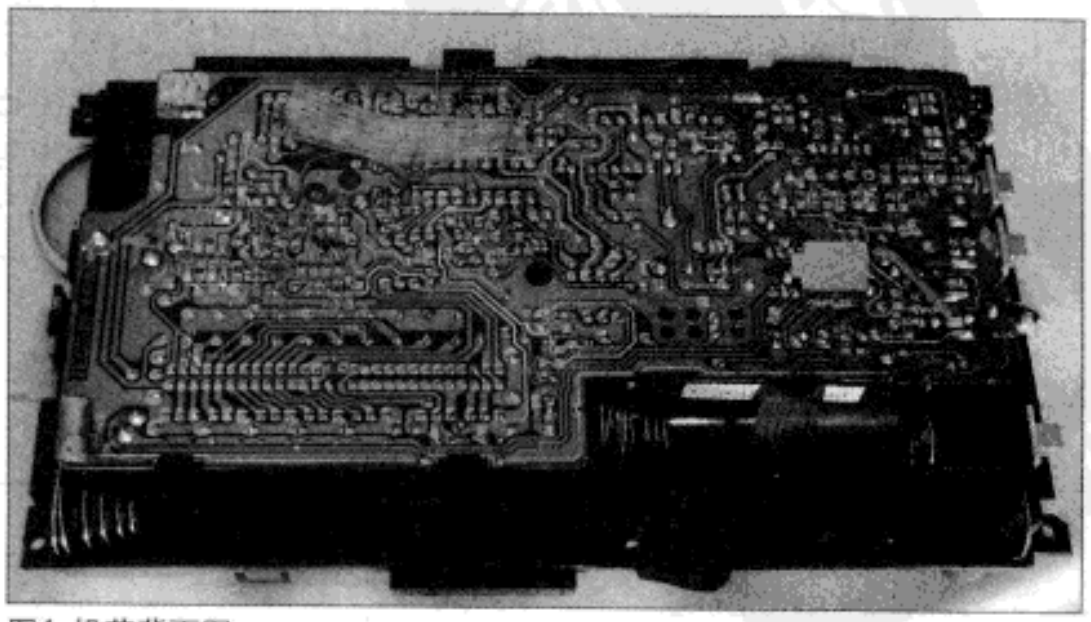

图4 机芯背面图
1. 拆开收音机，取下机芯，焊开音响线和拉杆天线接线，这样取下整个机芯。拆下来的机芯正面如图3所示，机芯背面如图4所示。焊接时要小心，不要烫坏收音机刻度盘，因为此时刻度盘和调谐拉线都不用拆下来。